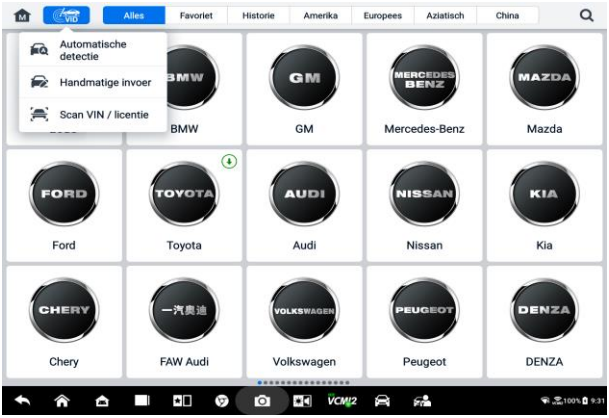

Figuur 6-6 ***VID-knopscherm***
2. Tik op de **VID-**knop op de bovenste werkbalk (zie *Figuur 6-6 VID-knopscherm*).
Tik op **Scan VIN/Kentekenplaat** in de vervolgkeuzelijst (zie *Figuur 6-6 VID-knopscherm*), wordt de camera geopend. Aan de rechterkant van het scherm, van boven naar beneden, zijn drie opties beschikbaar: **Barcode scannen, VIN scannen** en **Kenteken scannen**.